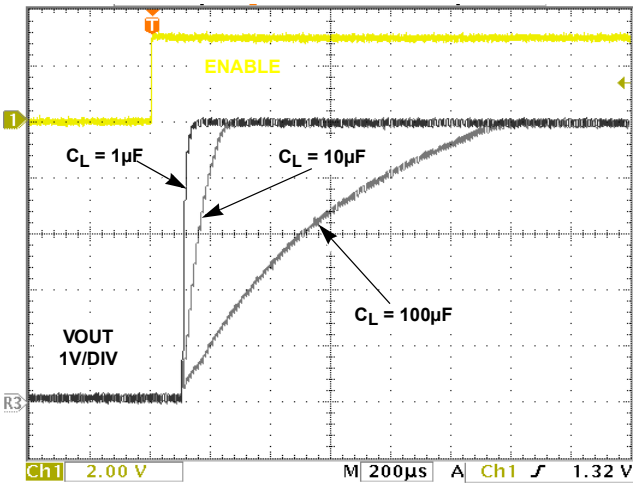

FIGURE 13. $V_{OUT}$ TURN-ON/RISE TIME vs $C_{LOAD}$. $V_{IN}$ = 5V, $R_L$ = 10Ω
The ISL6185 is a dual channel fully independent overcurrent (OC) fault protection IC for the +2.5V to +5V environment. Each ISL6185 incorporates in a single package two 85mΩ P-channel MOSFET power switches for power control. Independent enabling inputs and fault reporting outputs compatible with 2.5V to 5V logic allow for external control and reporting. This device features integrated power switches with current monitoring, accurate current limiting, reverse bias protection and current limited timed delay to turn-off for system reliability. See Figures 13 through 28 for typical operational waveforms including both under-current and over-current situations.
Upon proper bias of the evaluation platform and correct enabling of the IC, the ISL6185 will have a nominal $V_{IN}/10\Omega$ load current that is lower than the continuous current rating passing through each enabled switch. See Figures 13 and 14 for typical ISL6185 turn-on and turn-off waveforms.